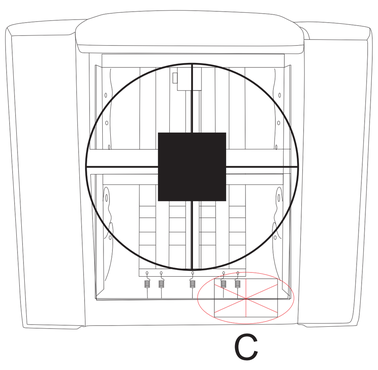

Figure 1
Detach the Transformer (C) from the bottom of the Seat (B). (See Figure 1.)